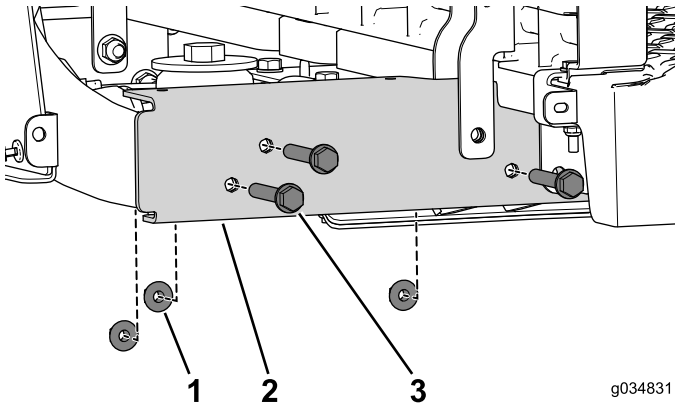

Figure 65
5. Remove the 3 flange bolts (3/8 x 2-1/2 inches) and nuts (Figure 65). Do this on both sides of the machine.